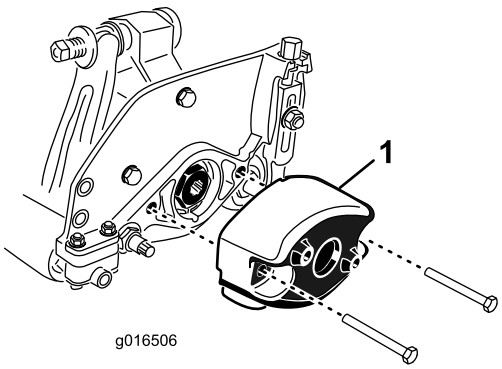

Figuur 7
1. Verwijder de 2 tapbouten waarmee het contragewicht aan het rechteruiteinde van het maaidek is gemonteerd. Verwijder het contragewicht (Figuur 7).